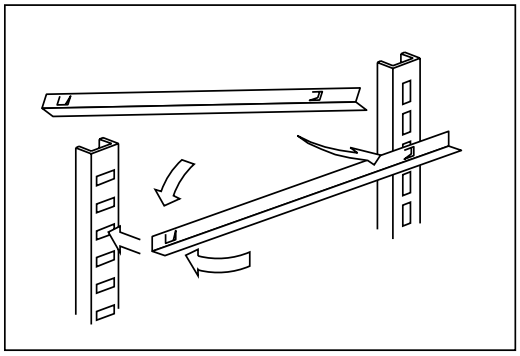

Fig.6
- posizionare le guide porta-griglie negli appositi fori delle cremagliere (Fig. 6)